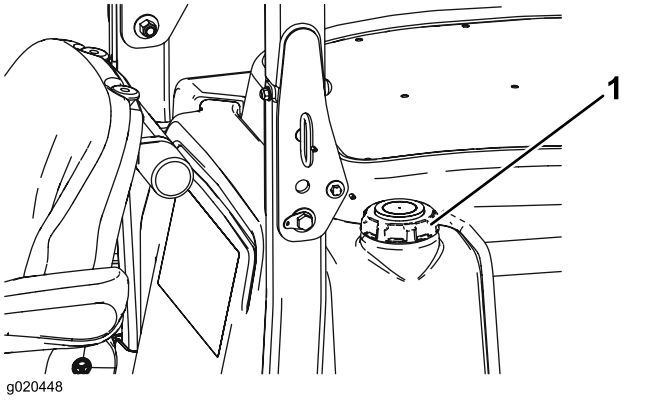

**Figur 13**
3. Tag brændstoftankens dæksel af (Figur 13).